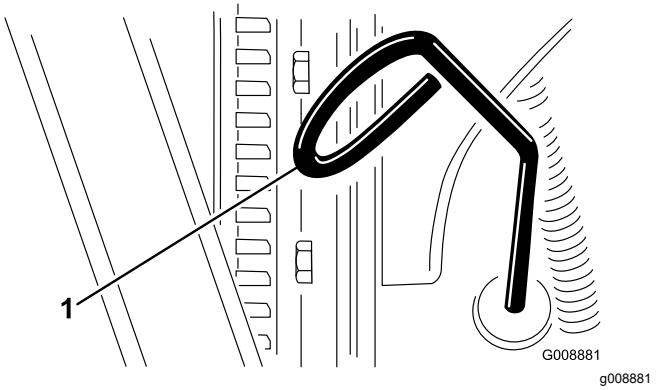

Figur 25
2. Fjern målepinden (Figur 25), og aftør den med en ren klud.